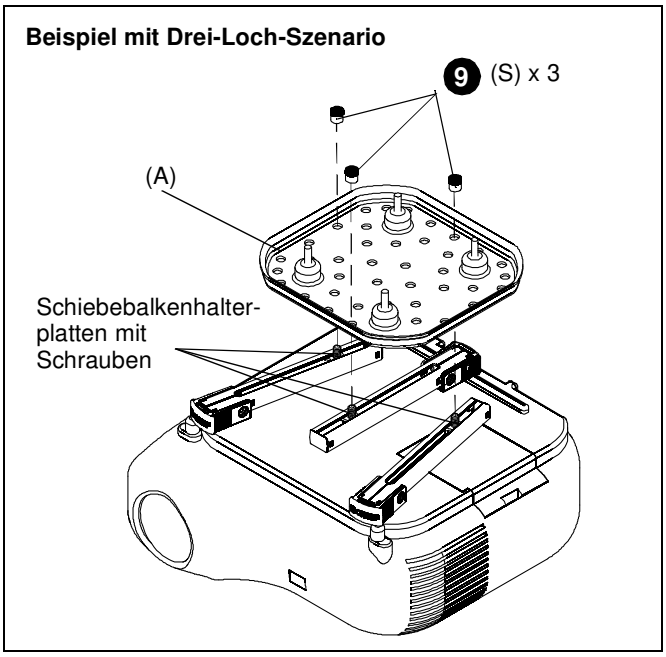
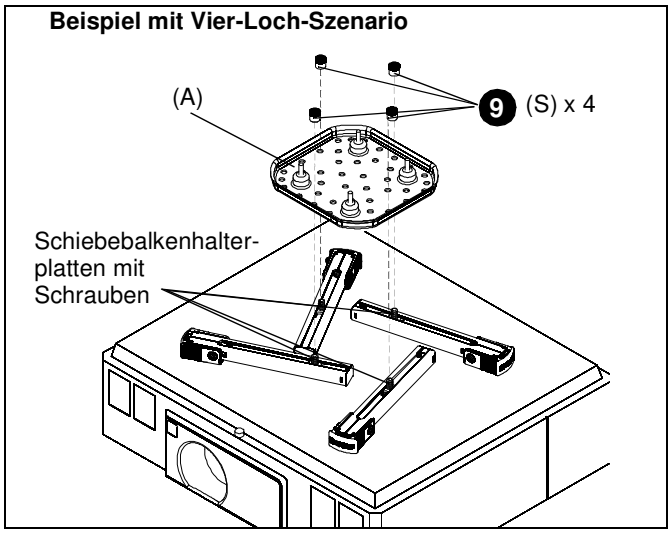

Abb. 6
Abb. 7
7. Richten Sie die Beine so aus, dass die Schiebebalkenhalterplatten mit den Schrauben zur Mitte des Projektors zeigen. (Siehe Abb. 6) und (Siehe Abb. 7)
8. Positionieren Sie die Schiebebalkenhalterplatten mit den Schrauben so, dass die SSBU- oder SSMU-Hauptplatte (A) in ebener Lage auf die Beine montiert werden kann. (Siehe Abb. 6) und (Siehe Abb. 7)
9. Befestigen Sie die SSBU/SSMU-Hauptplatte an den SSBU/SSMU-Beinen, indem Sie 1/4-20"-Inbusmuttern (S) auf die Schrauben der SSBU/SSMU-Beine montieren. (Siehe Abb. 6) und (Siehe Abb. 7)